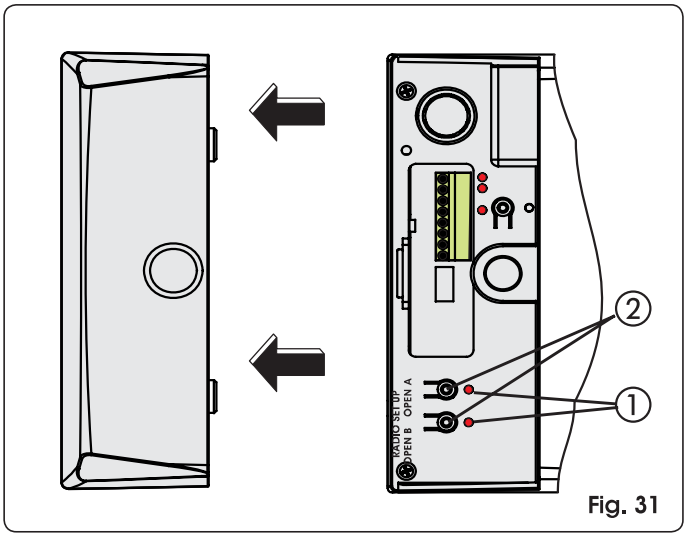

Fig. 31
2) Appuyer, pendant 1 seconde, sur le bouton-poussoir OPEN A ou OPEN B, (Fig. 31 ref. ②) pour mémoriser respectivement l'ouverture totale ou l'ouverture partielle.
3) La LED correspondante (Fig. 31 ref ①), commence à clignoter lentement pendant 5 s.
4) Appuyer, pendant 1 seconde, sur le bouton-poussoir OPEN A ou OPEN B (Fig. 31 ref. ②), pour mémoriser respectivement l'ouverture totale ou l'ouverture partielle.
2) Appuyer, pendant 1 seconde, sur le bouton-poussoir OPEN A ou OPEN B (Fig. 31 ref. ②) pour mémoriser respectivement l'ouverture totale ou l'ouverture partielle.